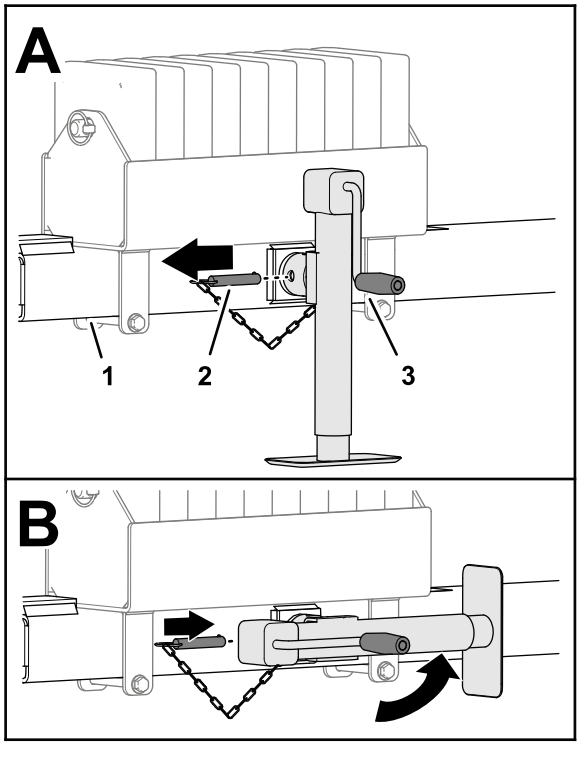

Figur 28
4. Fjern pinnen (Figur 28).
5. Roter jekken horisontalt (Figur 28).
6. Før pinnen gjennom de horisontale hullene på jekken og koblingsrøret (Figur 28).